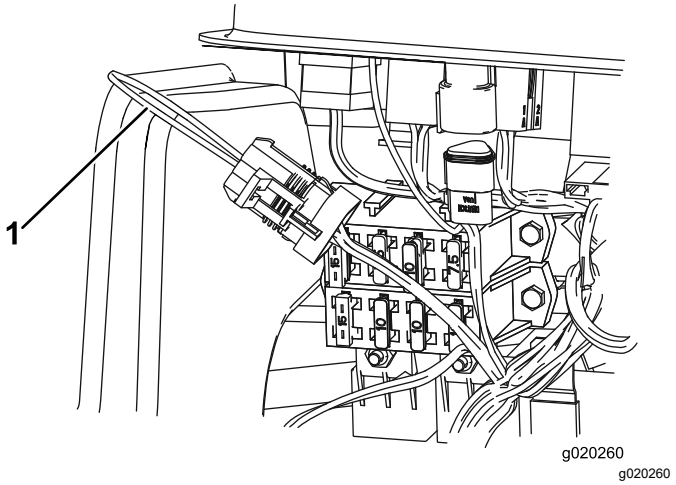

Figuur 36
3. Zoek de kabelboom en de kringloopstekker (Figuur 36).